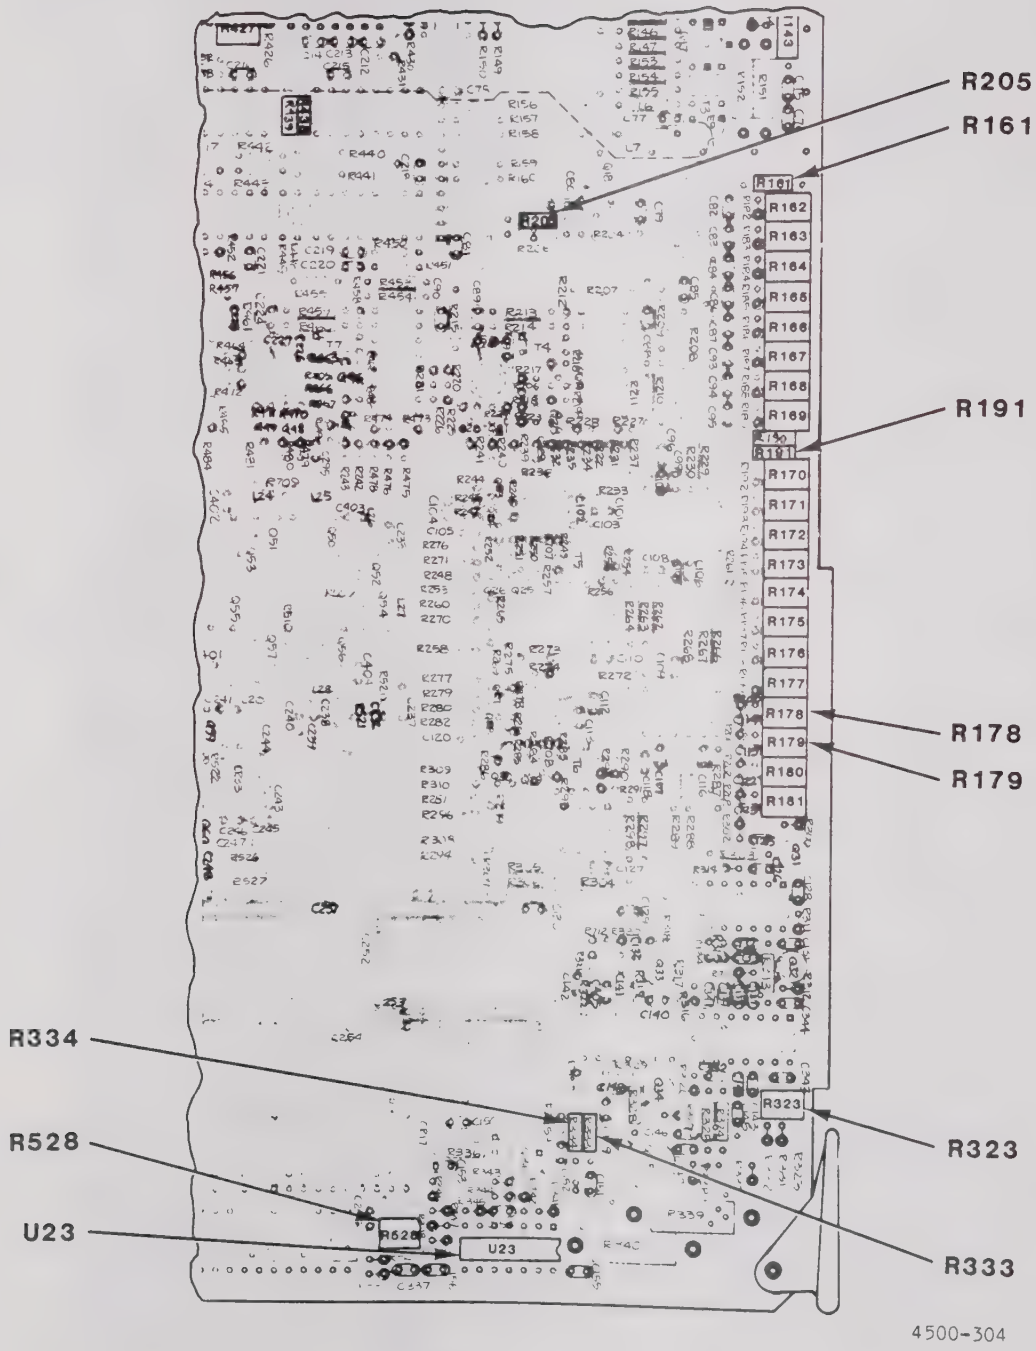

Figure 4-3. Power Supply (Thermal Compensation) Test Points
4. Probe the circuit board feedthrough to the right of C223. Adjust R561 for +10.003 V +/-1 mV. Probe the left end of R333 (Figure 4-3) and verify that it measures -10.003 +/-0.225 V. Probe the left end of R334 (Figure 4-3) and verify that it measures +10.003 +/-0.225 V. These last two measured voltages are not adjustable, but are derived from the reference set by R561. They should be checked for correctness.
See Figure 4-3 for test and adjustment locations used in the following steps.